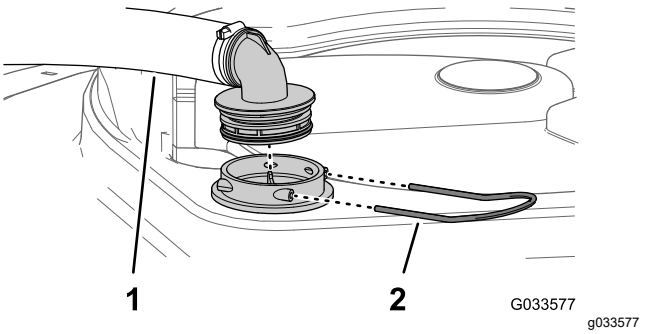

Figura 107
2. En la parte superior del depósito de fumigación, retire la horquilla de retención que sujeta el acoplamiento que está conectado a la manguera grande y al alojamiento del filtro (Figura 107).
3. Retire la manguera y el acoplamiento del alojamiento del filtro (Figura 107).